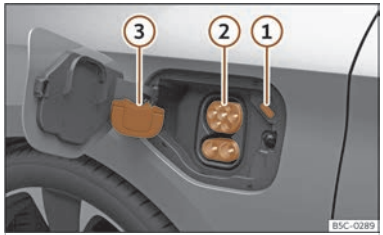

Fig. 62 Derrière la trappe de la prise de charge de la batterie, à l'arrière droit : prise de charge.
- Retirez le capuchon de protection et le placer sur le dispositif d'accrochage ››› **fig. 62** ③
- Branchez le connecteur de charge de la station de charge dans la prise de charge ››› **fig. 62** ②
La LED (indicateur de l'opération de charge) de la prise de charge clignote avec une lumière blanche ››› **fig. 62** ① ››› **page 93**
L'indicateur de l'opération de charge sur la prise de charge clignote en vert ››› **fig. 62** ①.
- Appuyez sur la touche de fonction **Arrêter charge** sur l'écran du système d'infodivertissement. L'indicateur de l'opération de charge sur la prise de charge s'allume en blanc ››› **fig. 62** ①. Le connecteur de charge est déverrouillé.
- Placer le capuchon de protection sur la connexion inférieure de la prise de charge ››› fig. 62③